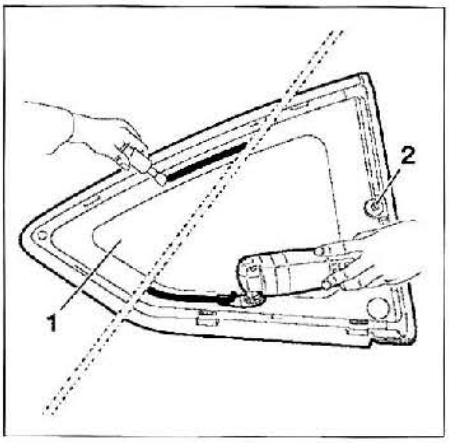

FIG. 60
• Enrasar el cordón de cola situado en la custodia (1) **(fig. 60).**
• Colocar el tetón de centrado (2).